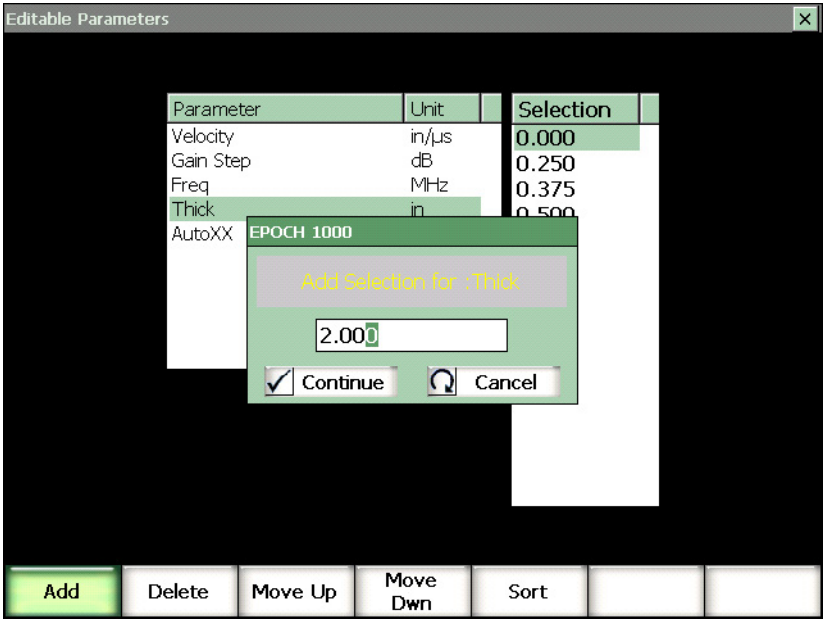

Figure 3-32 Adding a preset value
4. To rearrange the order of the preset values, use the **Move Up [P3]**, **Move Dwn [P4]**, or **Sort [P5]** functions (see Figure 3-32 on page 97).